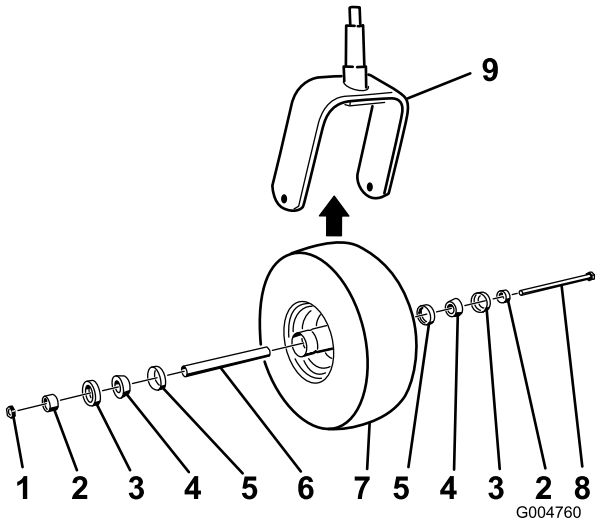

Rysunek 45
2. Zdejmij nakrętkę zabezpieczającą ze śruby (Rysunek 45).
5. Zamontuj koło samonastawne, wciskając łożyska stożkowe i uszczelki wypełnione smarem do piasty koła ustawionej w sposób pokazany na Rysunek 45.